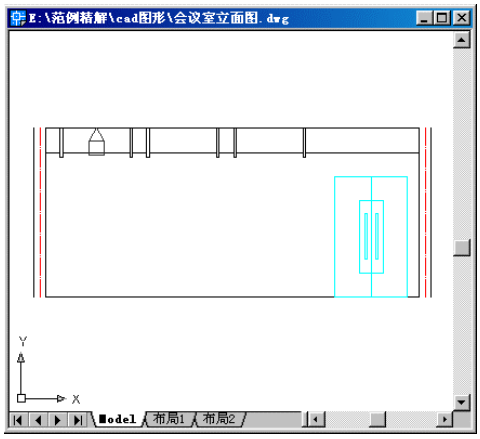

图 5-20　绘制完成的正方形
17. 再次使用【Polygon】命令绘制一边长为 300 毫米的正方形，并移动之至适当位置（三角形的正下方），如图 5-20 所示。这样就完成了一个灯具的绘制。